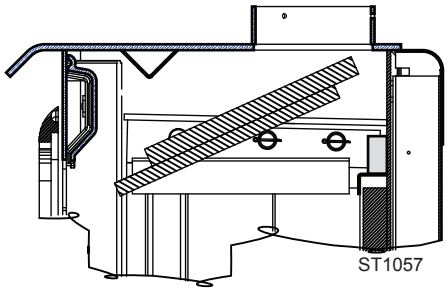

Figure 23 - Remove Baffle
4. Work baffle and insulation from top of stove. *Figure 23*